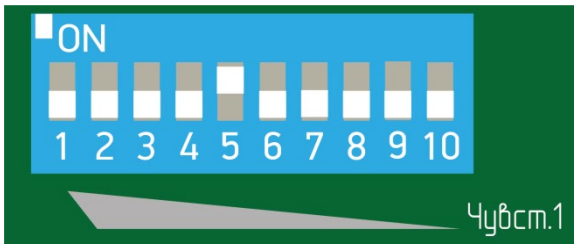

Рисунок 7.19
– установить флажок 5 переключателя регулировки чувствительности БОС в положение «ON» (верхнее положение), все остальные флажки в нижнее положение (рисунок 7.19);